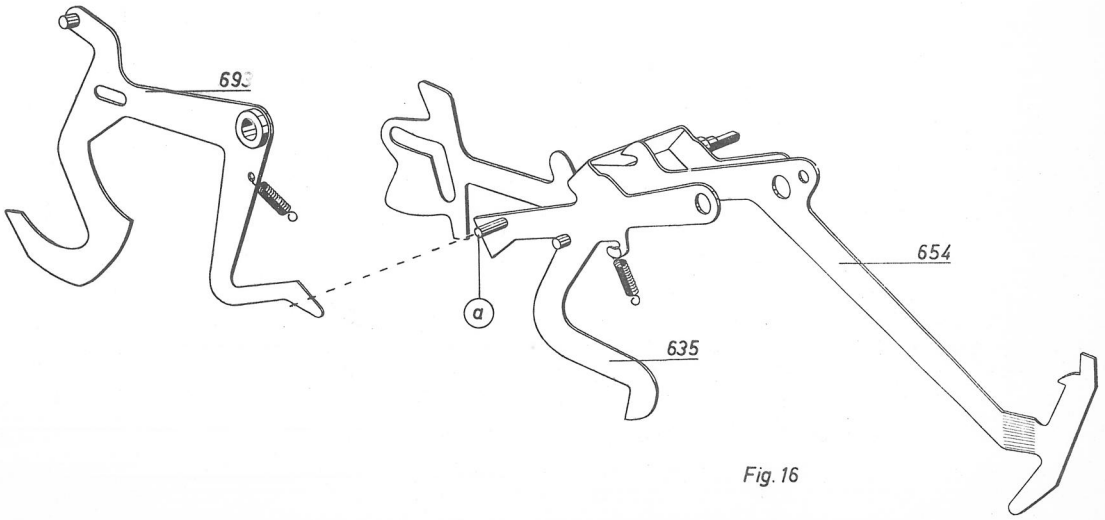

Fig. 16
Beim Start der Maschine durch eine normale Funktionstaste (Add,Sub, Rep,NA,Zwischen- oder Endsumme) sperrt der Zapfen a (Fig.16) den Kupplungshaken(693) in Normallage und der Multiplikationsmechanismus wird nicht eingekuppelt.